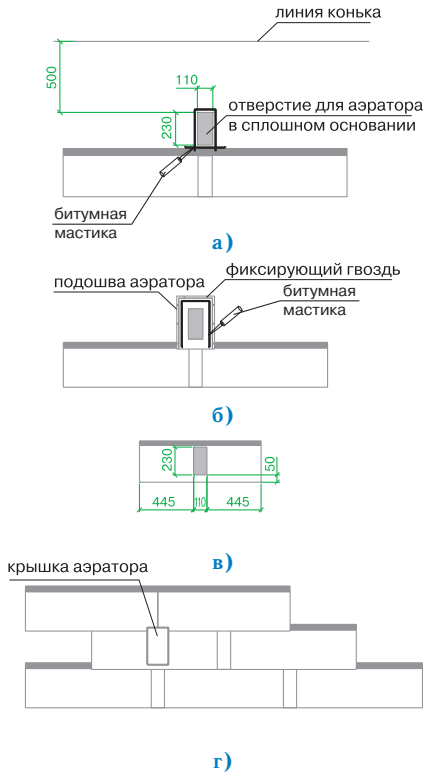

Рис. 5
Установка аэратора *(рис. 5)*
- в сплошном основании кровли прорезается отверстие 11 23 см, расположенное согласно рис. 5а;
- корпус аэратора устанавливается поверх отверстия и фиксируется гвоздями из нержавеющей стали; по верхней и боковым сторонам подошвы корпуса также наносится битумная мастика (рис. 5б);
- далее укладывается очередной ряд черепицы; подошва аэратора при этом закрывается листом ПРЕСТИЖ КОМПАКТ с заранее прорезанным в нем отверстием (рис. 5в);
- на корпус аэратора устанавливается крышка, которая фиксируется нажатием (до щелчка) (рис. 5г).